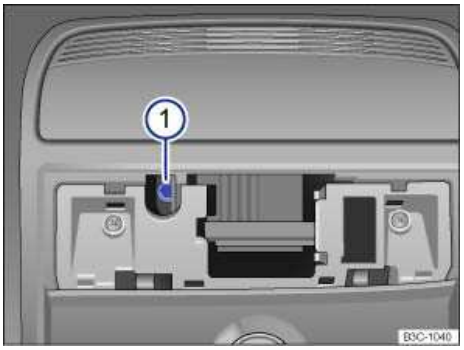

Fig. 165 Hexagonal head screw for closing the power sunroof.
2. Insert a commercially available 1/6 in. (4 mm) Allen wrench[6] into the hexagonal head screw ⇒ fig. 165 (1).